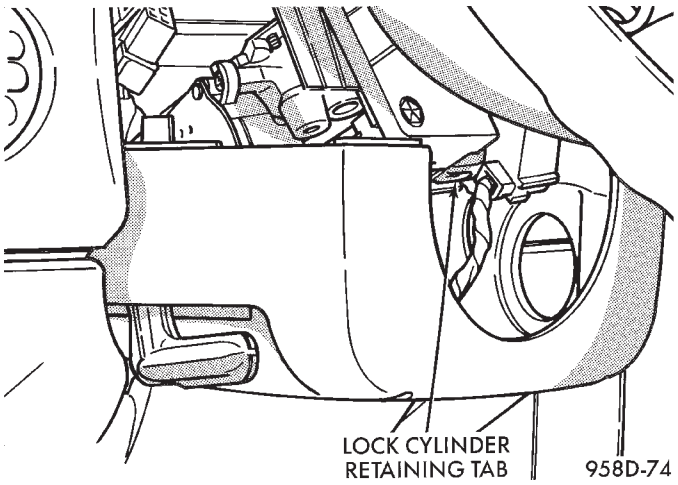

Fig. 66 Lock Cylinder Retaining Tab
(1) Disconnect negative cable from auxillary jumper terminal.
(2) Remove upper steering column shroud.
(3) Pull lower shroud down far enough to access lock cylinder retaining tab.
(4) Place key cylinder in RUN position. Depress retaining tab and remove key cylinder (Fig. 66).